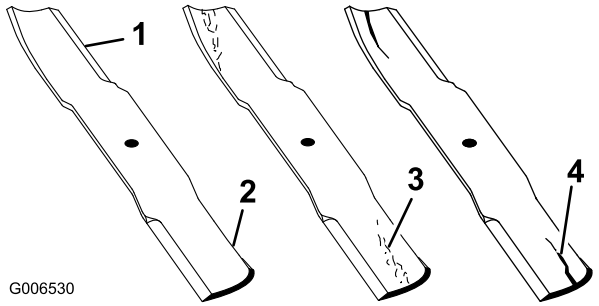

Figure 46
1. Inspect the cutting edges (Figure 46).
2. Inspect the blades, especially the curved area (Figure 46).
Note: If you notice any damage, wear, or a slot forming in this area (item 3 in Figure 46), immediately install a new blade.